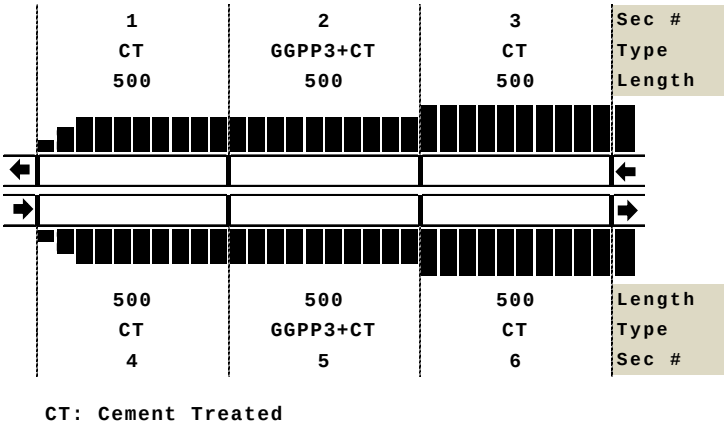
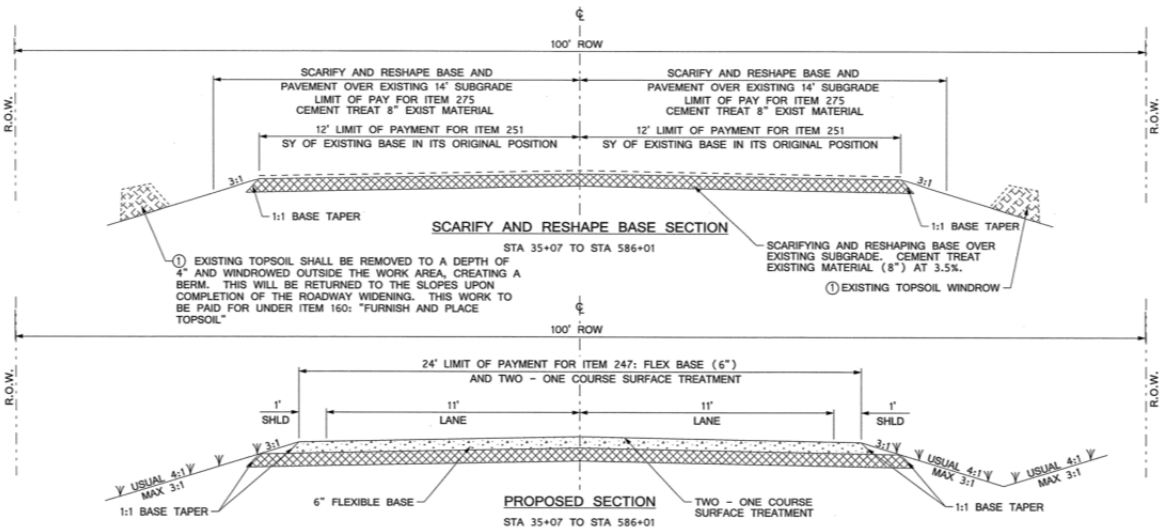

Figure 3.47 Test sections in FM1644.
Figure 3.48 Typical section of the reconstructed road in FM1644.
As shown in Figure 3.47, six 500-ft-long test sections were defined in FM1644. A typical section of the reconstructed road in FM1644 is shown in Figure 3.48. As indicated in this figure, the existing base layer was scarified and reshaped over the subgrade. The top 8 in. of this material was treated with cement in all sections. The middle sections in both lanes, i.e., Sections #2 and #4, were reinforced with Huesker Fornit20 Geogrid, which is noted as GGPP3 in this study. The geosynthetic reinforcements were placed on top of the cement-treated materials. Then, a new 6-in. flexible base layer was constructed, followed by a thin asphalt layer.
- CT (East) sections are cement-treated sections located on the east side (Sections #3 and #6 in Figure 3.47)
- GGPP3+CT sections are Geosynthetic-Reinforced Cement Treated sections located in the middle (Sections #2 and #5 in Figure 3.47)